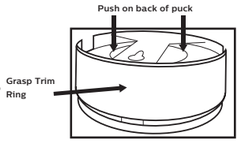

Figure 2
4. Remove trim ring by firmly grasping ring and then firmly pushing on back side of puck as shown in ***Figure 2.***